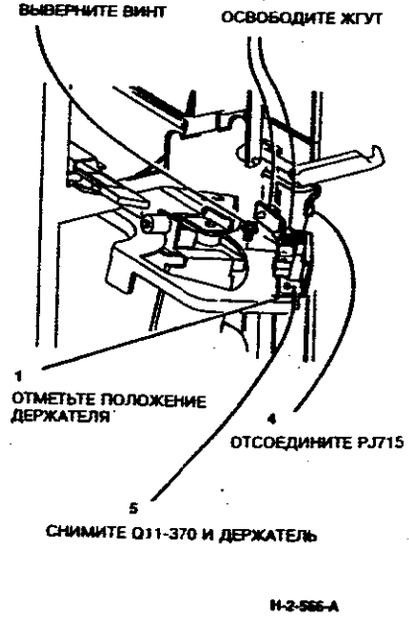

**Рисунок 2. Снятие датчика одиночного сшивания 1 (Q11-370)**
4. (Рисунок 2) Снимите датчик одиночного сшивания 1 (Q11-370).